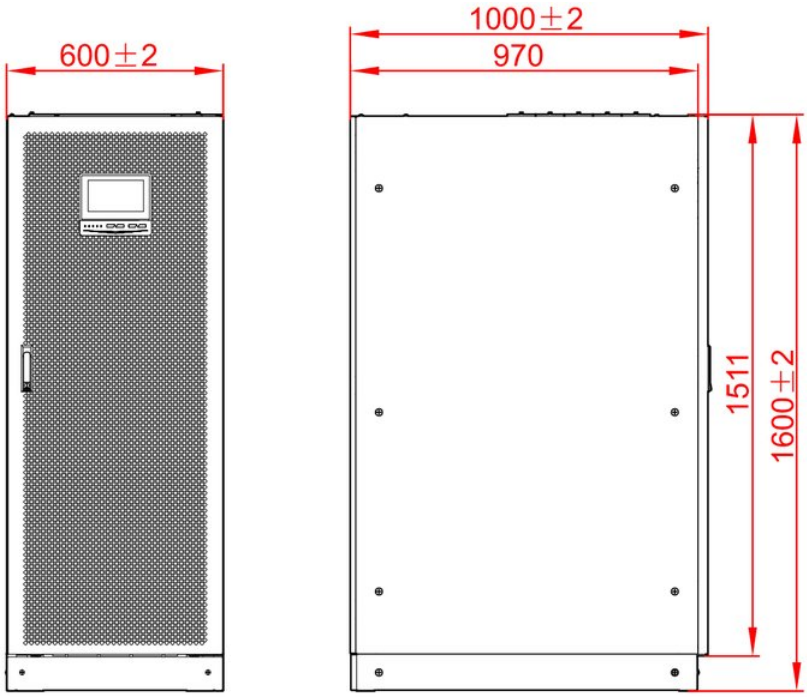

FIGURA 3-16 Dimensioni dei modelli 160K, 200K (unità: mm)
1. Definire la posizione di installazione in base alle dimensioni dell'UPS (Figura 3-16) e agli spazi liberi richiesti (vedere 3.2.3 Spazio di installazione).